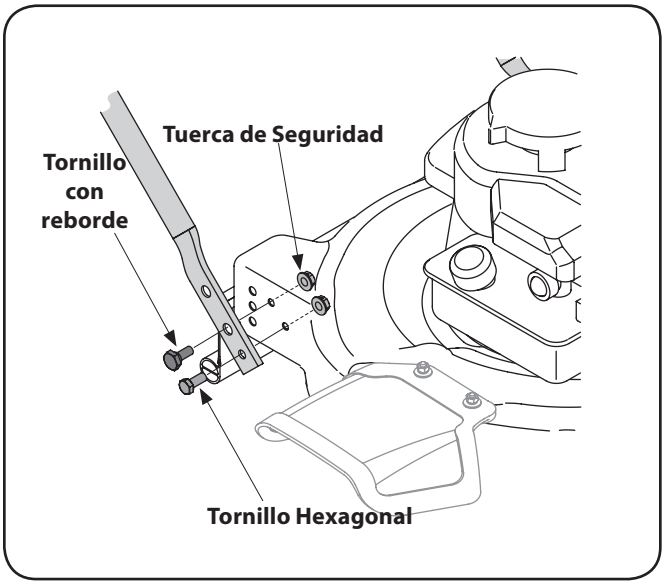

Figure 3-2
3. Fije la manija inferior a la plataforma con los tornillos hexagonales, los tornillos con reborde y las tuercas de seguridad con brida. Vea Figure 3-2.